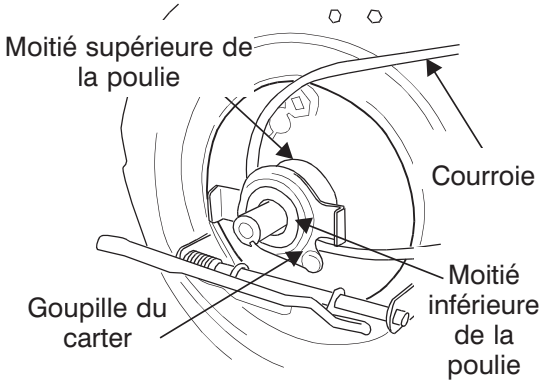

Figure 26
19. Placez la courroie entre les deux moitiés de poulie sur le vilebrequin. Faites attention de faire passer la courroie sur l'intérieur de la goupille du carter. Voir la Figure 26.